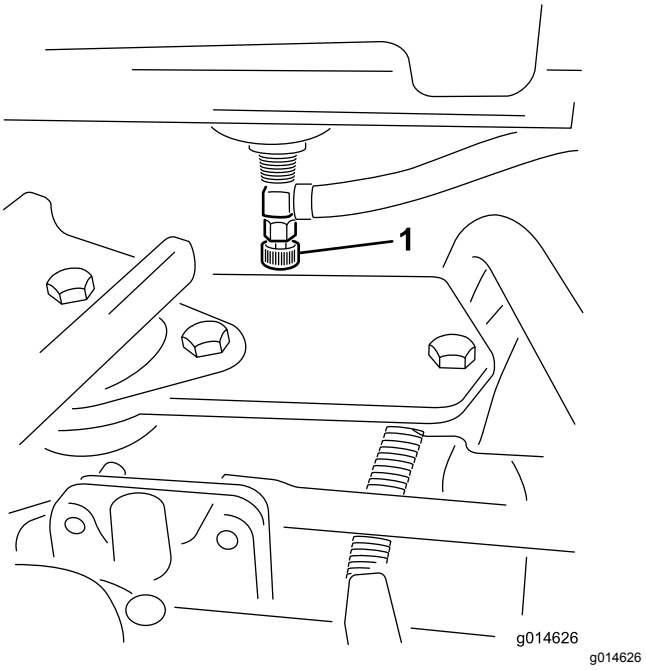

Figur 42
1. Stäng bränslekranen (Figur 42) under bränsletanken.